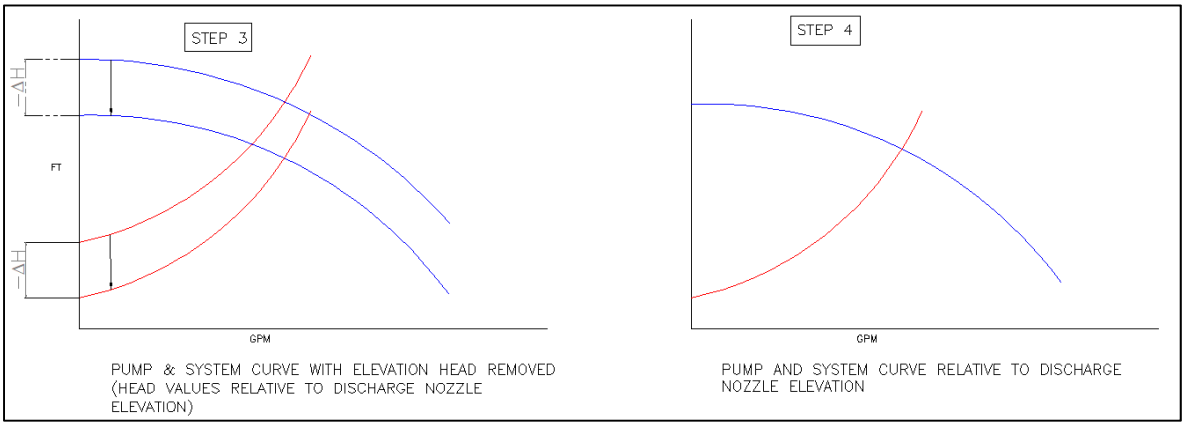

Figure 2-3. Simplified Pump vs System Curve Result Model (not to scale)
Step 3: The adjusted pump curve and system curve are plotted from Fathom. These curves are relative to the tank liquid level which is equal to the pump inlet. These curves are then modified by subtracting 49ft from the head values to make them relative to the discharge nozzle (Figure 2-3). This allows any pump curve produced by the manufacturer to be overlaid directly onto the system curve without data manipulation. Note: System curves cannot be generated in Fathom relative to the discharge nozzle. **Step 4:** The resultant curves relative to the discharge nozzle elevation are shown in Figure 2-3. Actual curve values are shown in Figure 6-1. Pump performance values obtained during testing should only be compared to the curves in Figure 6-1.